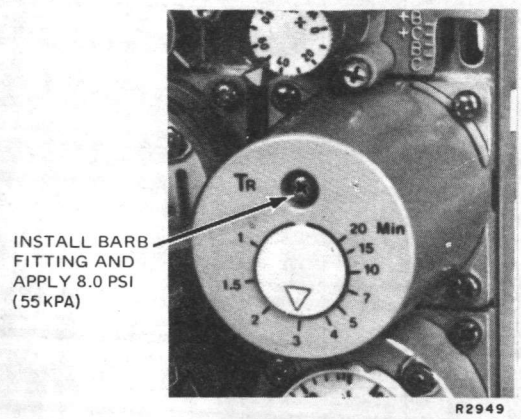

Fig. 15. Integral Module Piping.
1. Remove screw from integral module (Fig. 15) and install Barb Fitting 14003755-001 in its place.